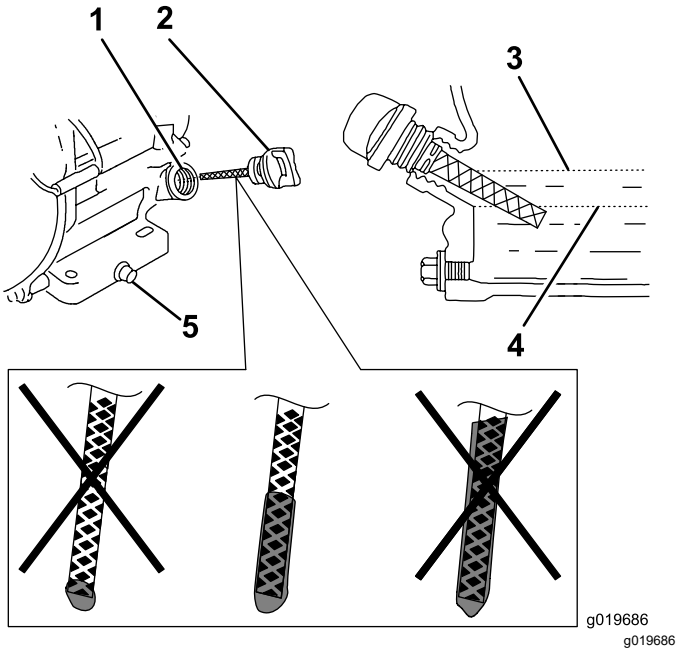

Figur 16
6. Ta ut oljestickan och kontrollera oljenivån i motorn (Figur 16).